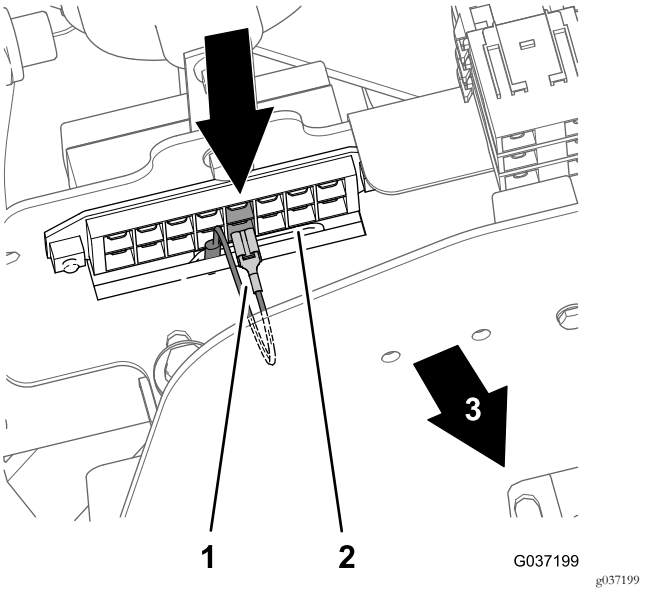

Figure 34
- Modèle 30651 – 5ème position de fusible à partir de la gauche (Figure 34)